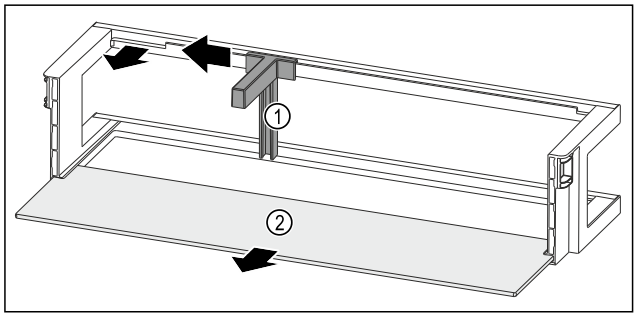

Fig. 234 Door rack with bottle holder and shelf
▶ Slide the bottle holder *Fig. 234 (1)* to the side as far as the recess.
▶ Remove the bottle holder *Fig. 234 (1)*.
▶ Remove the shelf *Fig. 234 (2)*.